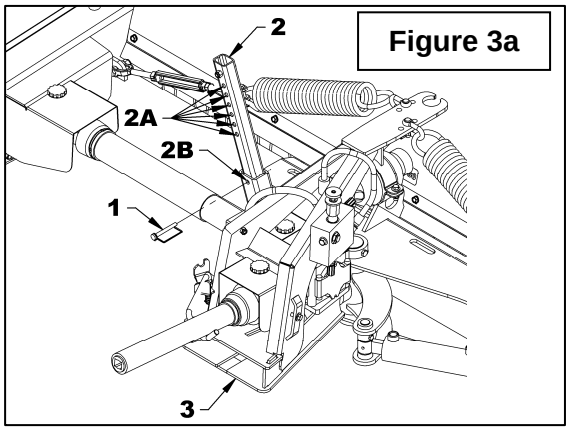

Figure 3a
2. **Figure 3a:** Remove the square wire lock pins (item 1) from the front parking stands and secure them in position 2A with the square wire lock pins (item 1).